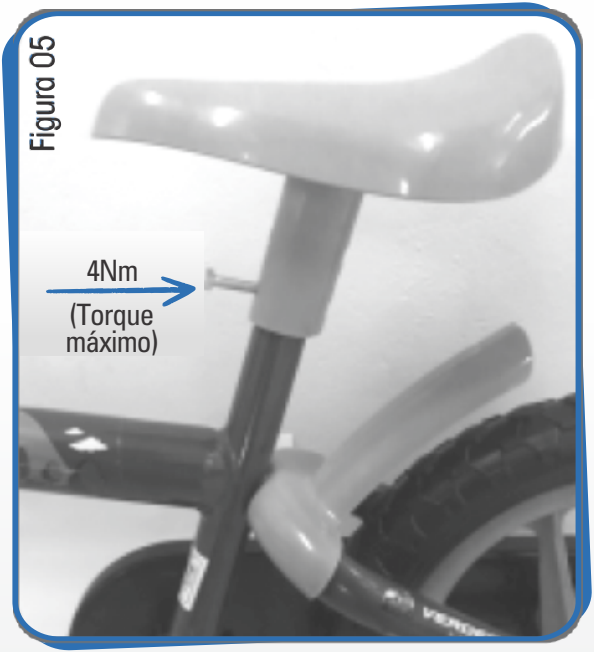

Figura 05
- Coloque o parafuso no furo do selim que melhor adequar-se a altura ideal e aperte com uma chave 11mm (Figura 05);
- Encaixe o paralama conforme a Figura 05